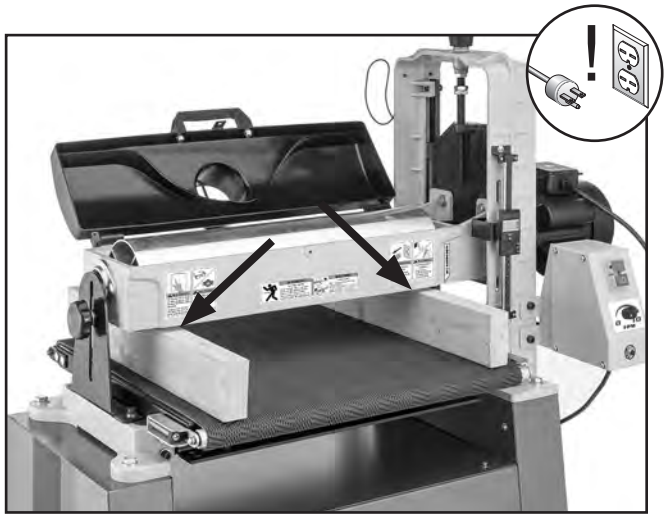

Figure 72. Example of gauge blocks placed under drums.
2. Place gauge blocks on feed belt as shown in **Figure 72**.